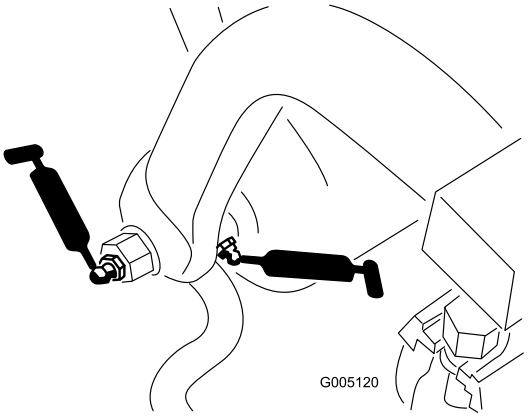

Figur 38
- Træk rammeaksel og rulleaksel (12) (Figur 38)